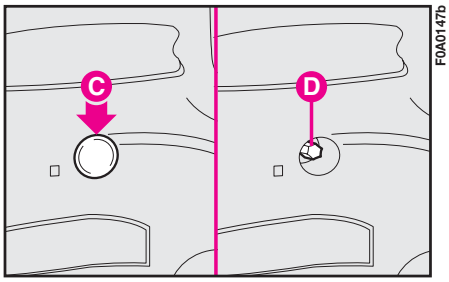

fig. 27
**1)** Act from inside the vehicle to remove upper plastic cap **C-fig. 27** by means of the screwdriver available, so that light cluster fastening bolt **D** is made visible.